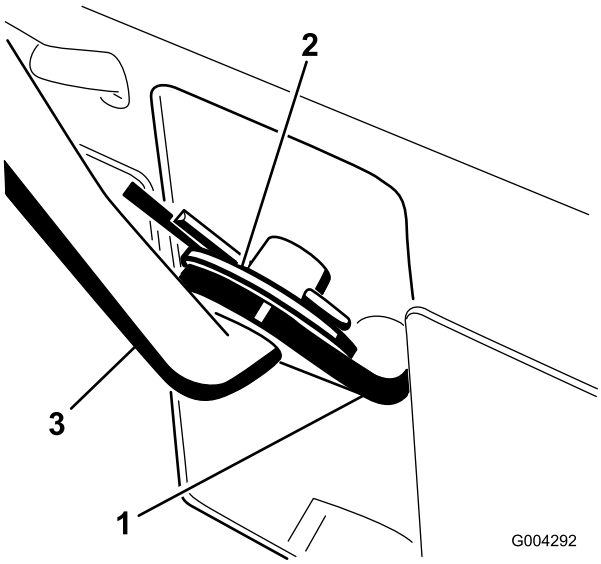

Figur 6
1. Dra växelväljararmen (Figur 6) till det yttersta läget.
3. Montera växelväljarstången i växelväljararmen, sätt fast en planbricka på växelväljarstången och fäst den med en saxpinne (Figur 6).